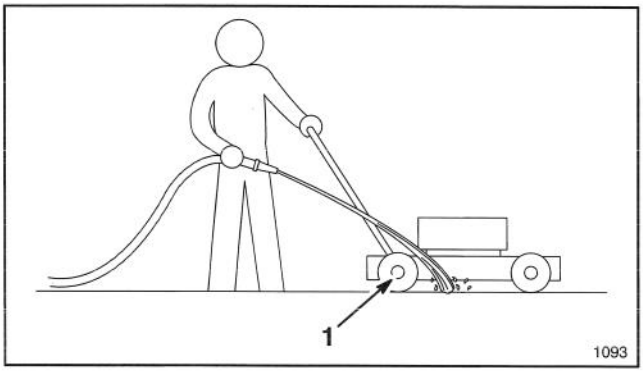

Figure 25
3. Hold a running garden hose at handle level and direct water to flow on ground just in front of right rear tire (Fig. 25). The rotating blade will draw water under the housing and wash out clippings. Let the water run for a few minutes or until you no longer see clippings being washed out from under housing.